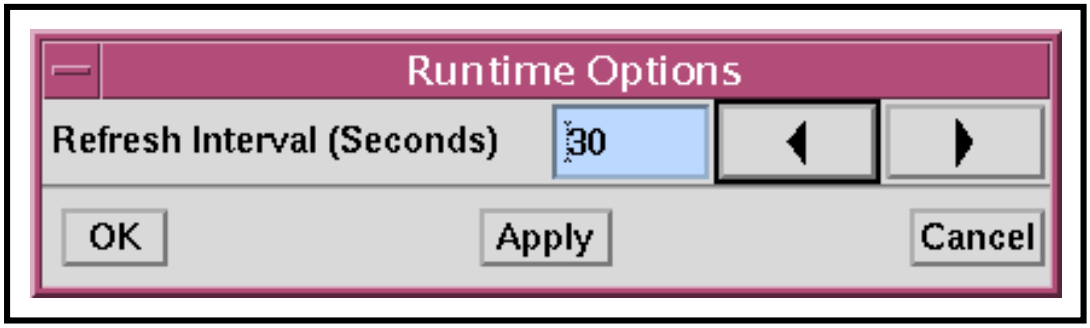

Figure 58. Runtime Options Dialogue Box for the JobScape GUI
- Figure 58 shows the **Runtime Options** dialogue box for the JobScape GUI.